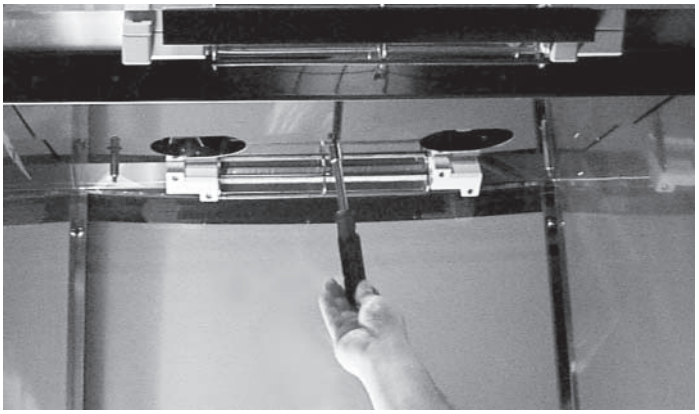

Fig. 72
13. Reinstall element cover: Tighten 7/16" center nut using 7/16" nutdriver (Fig. 72).